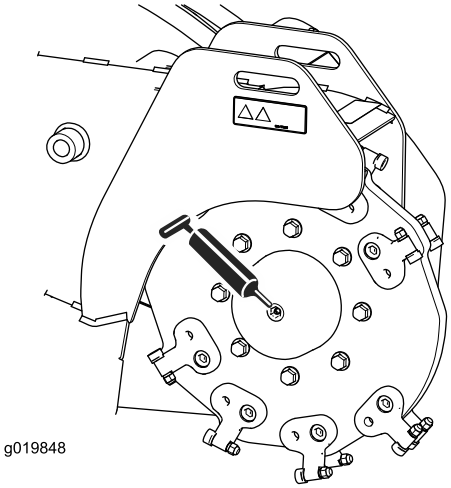
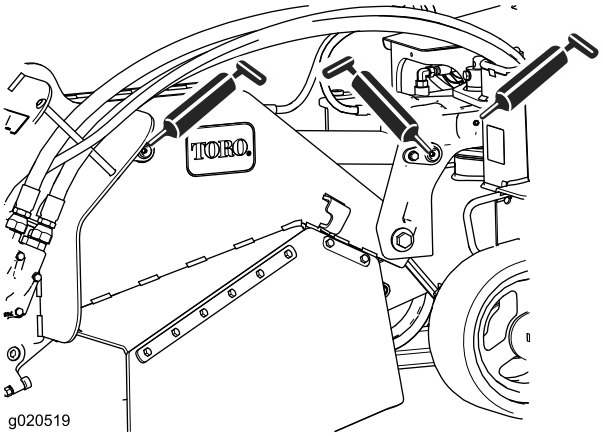

**Figur 26**
**Figur 28**
3. Sätt en smörjpistol på varje nippel (Figur 26 till Figur 28).